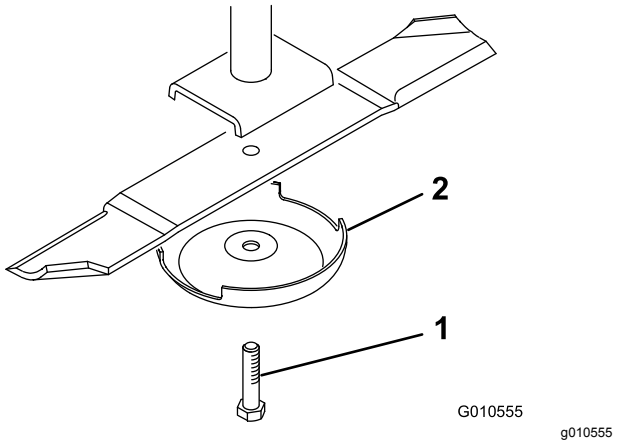

Figur 6
1. Tag fat i enden af skærekniven med en tyk foret handske. Fjern skæreknivsbolten, antiskalperingsskålen og skærekniven fra spindelakslen (Figur 6).